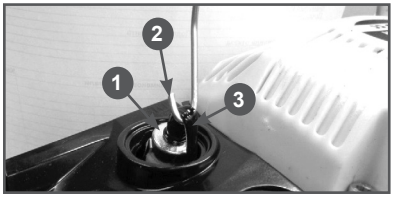

Рис. 20 Обслуживание топливного фильтра
3. Зацепите крючком 2 топливный шланг 3 с фильтром 1 и вытяните через заливную горловину (Рис. 20).